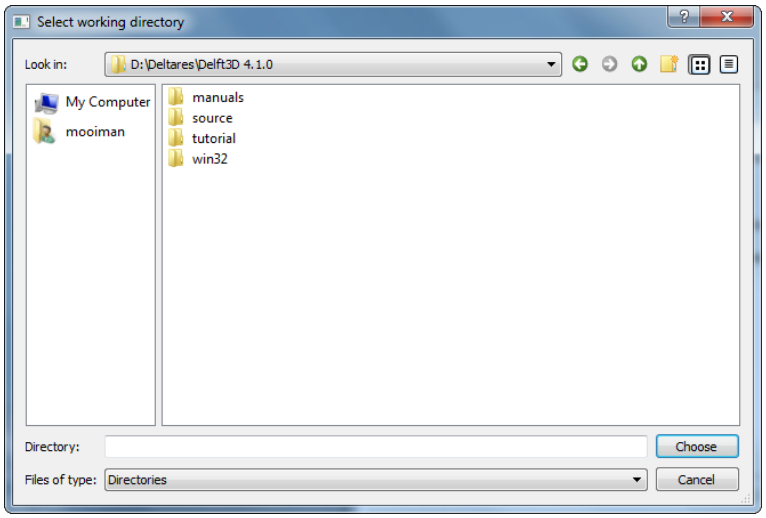

Figure 3.2: Select working directory *window to set the directory to for saving files*
- ◇ Click the *Select working directory* button, see Figure 3.2 for the window displayed.